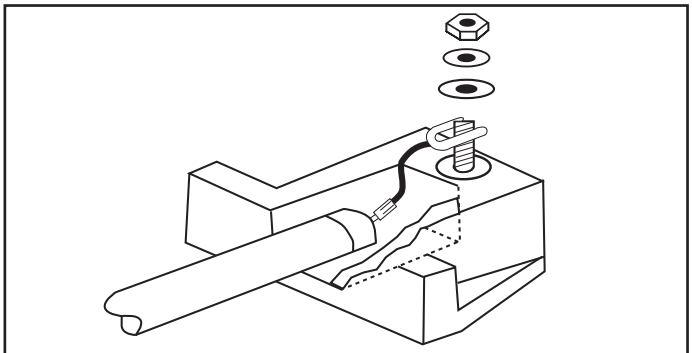
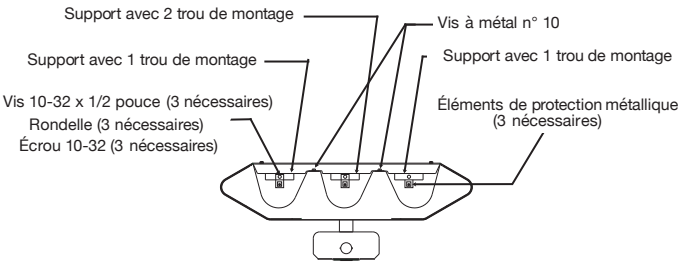

Figure 8
Figure 9
1. Retirez le cache du terminal de chaque côté du radiateur pour accéder aux blocs de terminaux. Desserrez l'écrou hexagonal n°10 du terminal et installez l'élément comme indiqué sur la Figure 8.
1. Retirez le cache du terminal de chaque côté du radiateur pour accéder aux blocs de terminaux. Desserrez l'écrou hexagonal n° 10 du terminal, puis fixez une extrémité de l'élément comme indiqué sur la Figure 8. Avec une extrémité de l'élément au terminal, glissez l'isolant par dessus la protection métallique et attachez l'autre extrémité de l'élément. Complétez le montage comme indiqué sur la Figure 9 en utilisant le support avec un seul trou de montage (jetez les supports avec deux trous de montage).